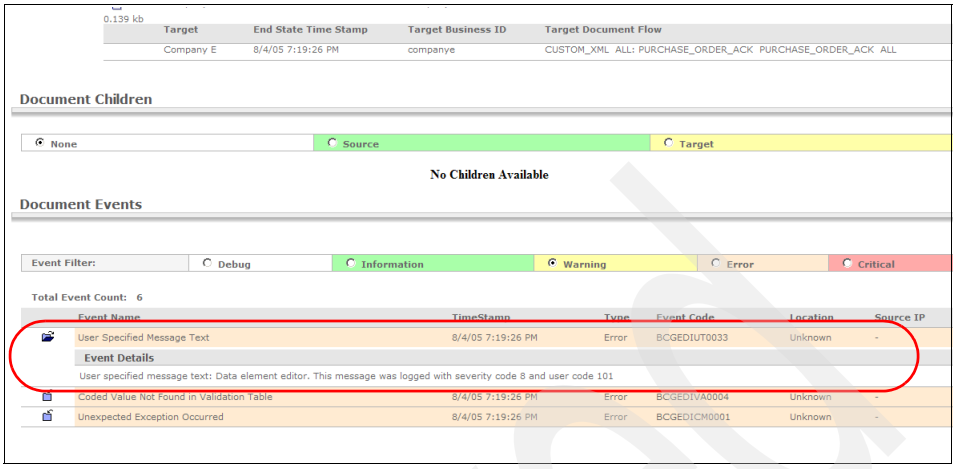

Figure 19-65 Failure events in the document Viewers
3. If we click the **View details** icon of the document in the viewer, we see the following error events in the Console in Figure 19-65 on page 694: